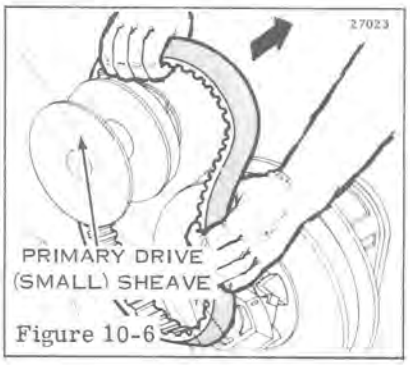

Figure 10-6
g. Move belt between end cap and exhaust manifold, Figure 10-6.